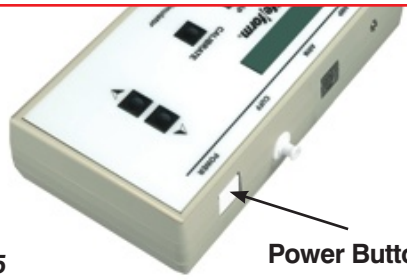

Figure 25
2. Press the power button on the top right of the unit. ***(See Figure 25.)***